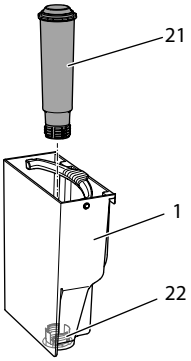

Fig. 15: Skru vannfilteret inn eller ut
- Fjern vannfilteret (se Fig. 15 på side 223).
9. Sett et nytt filter inn i vanntanken igjen (se *Fig. 15*).
3. Fjern vannfilteret (se *Fig. 15*).